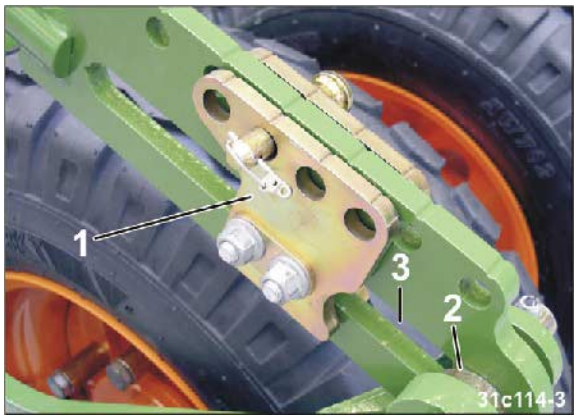

**Fig. 81**
Le changement de position du limiteur de profondeur (Fig. 81/1) sur le segment de réglage permet de régler la profondeur de travail.
**Ne placez jamais vos mains au niveau de l'orifice oblong (Fig. 81/3).**
La machine doit être relevée pour effectuer le réglage. Lorsqu'elle est abaissée, le bras de support (Fig. 81/2) est placé contre le limiteur de profondeur (Fig. 81/1).